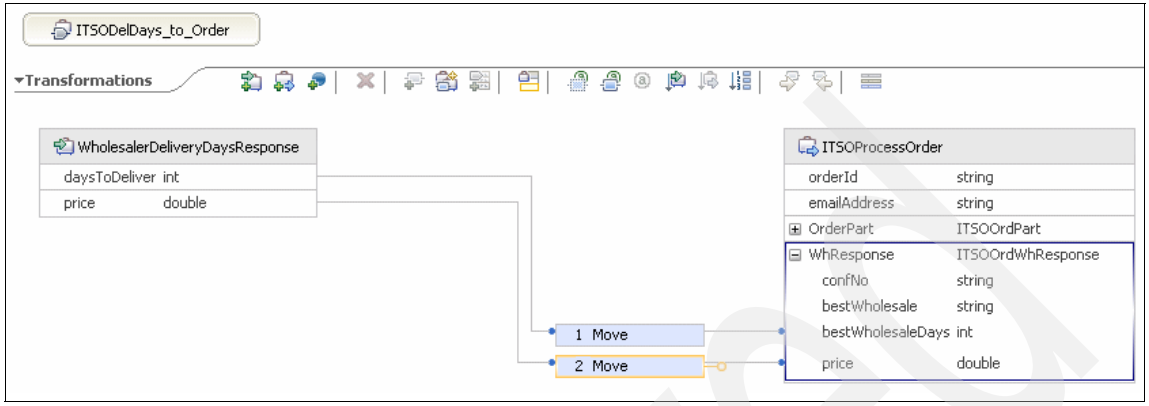

Figure 10-83 Data map ITSODelDays_to_Order
d. Build the business object map ITSODelDays_to_Order in the ITSOElectronics module, as shown in Figure 10-83.